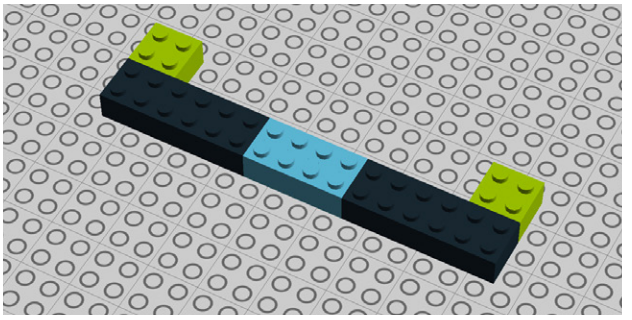

Figure 9-8. *Step 3: Adding two 2x2 bricks*
3. Add two more 2x2 bricks (Figure 9-8).